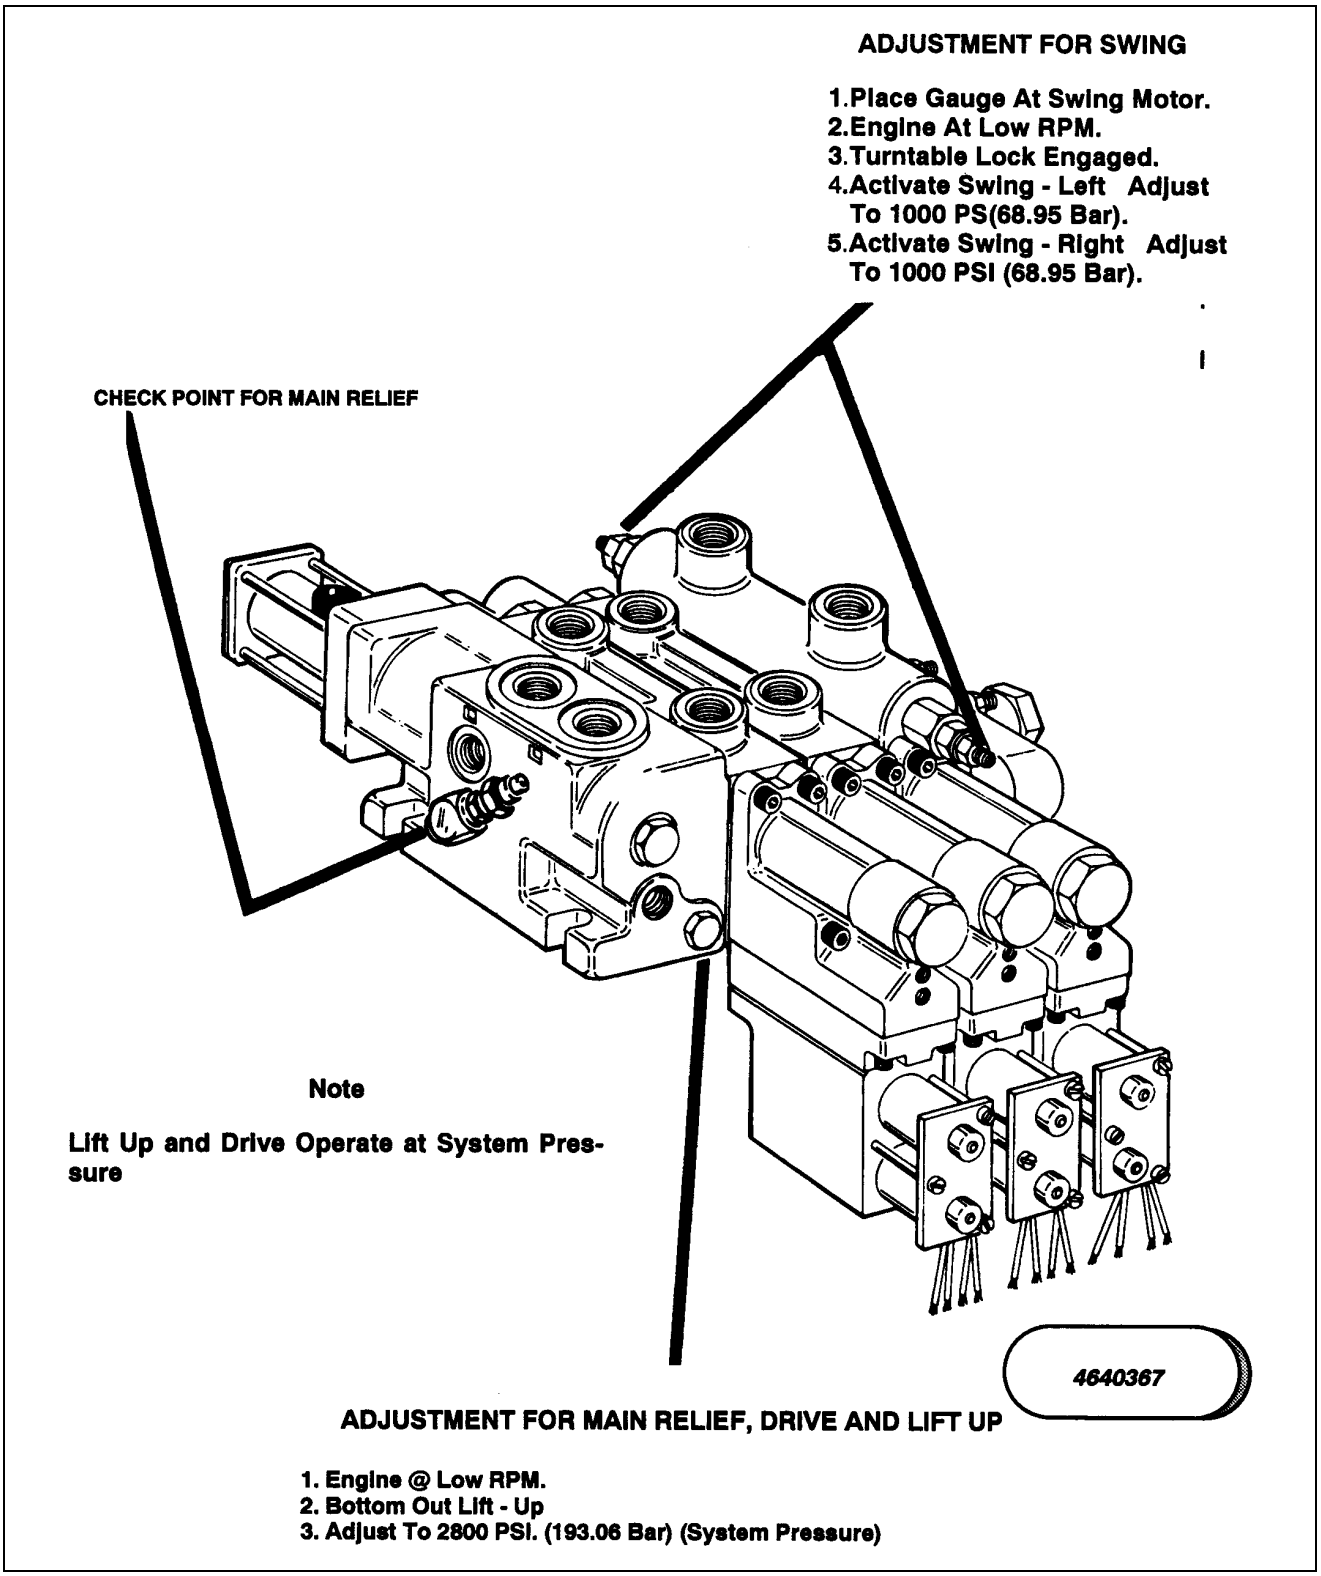

Figure 2-12. Racine Proportional Valve Pressure Setting.(Machines Built Prior To Mid 1987) (Sheet 1 of 2)
a. Racine Proportional Valve Pressure Setting, Machines Built Prior To Mid 1987 are shown in Figure 2-12, and 2-13.